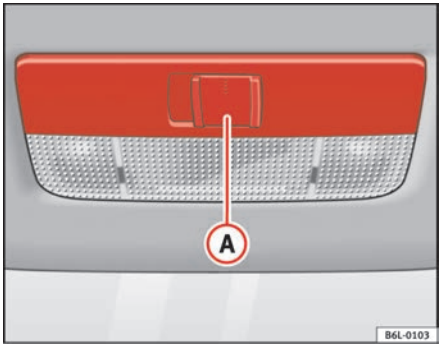

Fig. 56 Interior roof trim: front interior lights
The switch (A) ⇒ fig. 56 is used to select the following positions:
Move the knob to the position O ⇒ fig. 56.